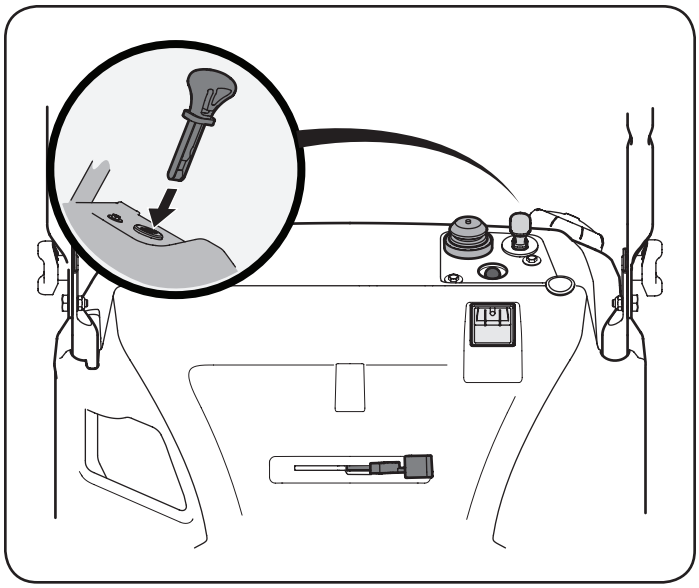

Figura 10
2. Inserte la llave de encendido en la ranura. Asegúrese de que entre a presión en su lugar. No intente girar la llave. Vea la Figura 10.